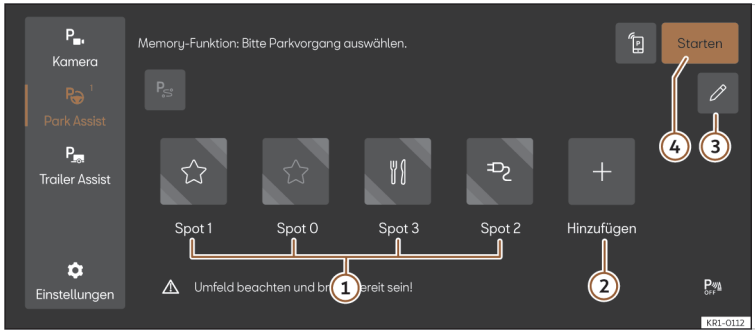

Abb. 157 Schematische Darstellung: Menü des Parksystems mit Memory-Funktion.
4. Wählen Sie die Funktionsfläche, weisen Sie das gewünschte Symbol (>>> **(Abb. 157)** 1) zu und bestätigen Sie es.
2. Tippen Sie ggf. auf das Symbol des verfügbaren Parkplatzes im Menü des Parksystems ››› **(Abb. 157)** ①. Die Funktionsfläche wird kupferfarben angezeigt.
3. Drücken Sie die Taste **Starten** ››› **(Abb. 157)** ④.